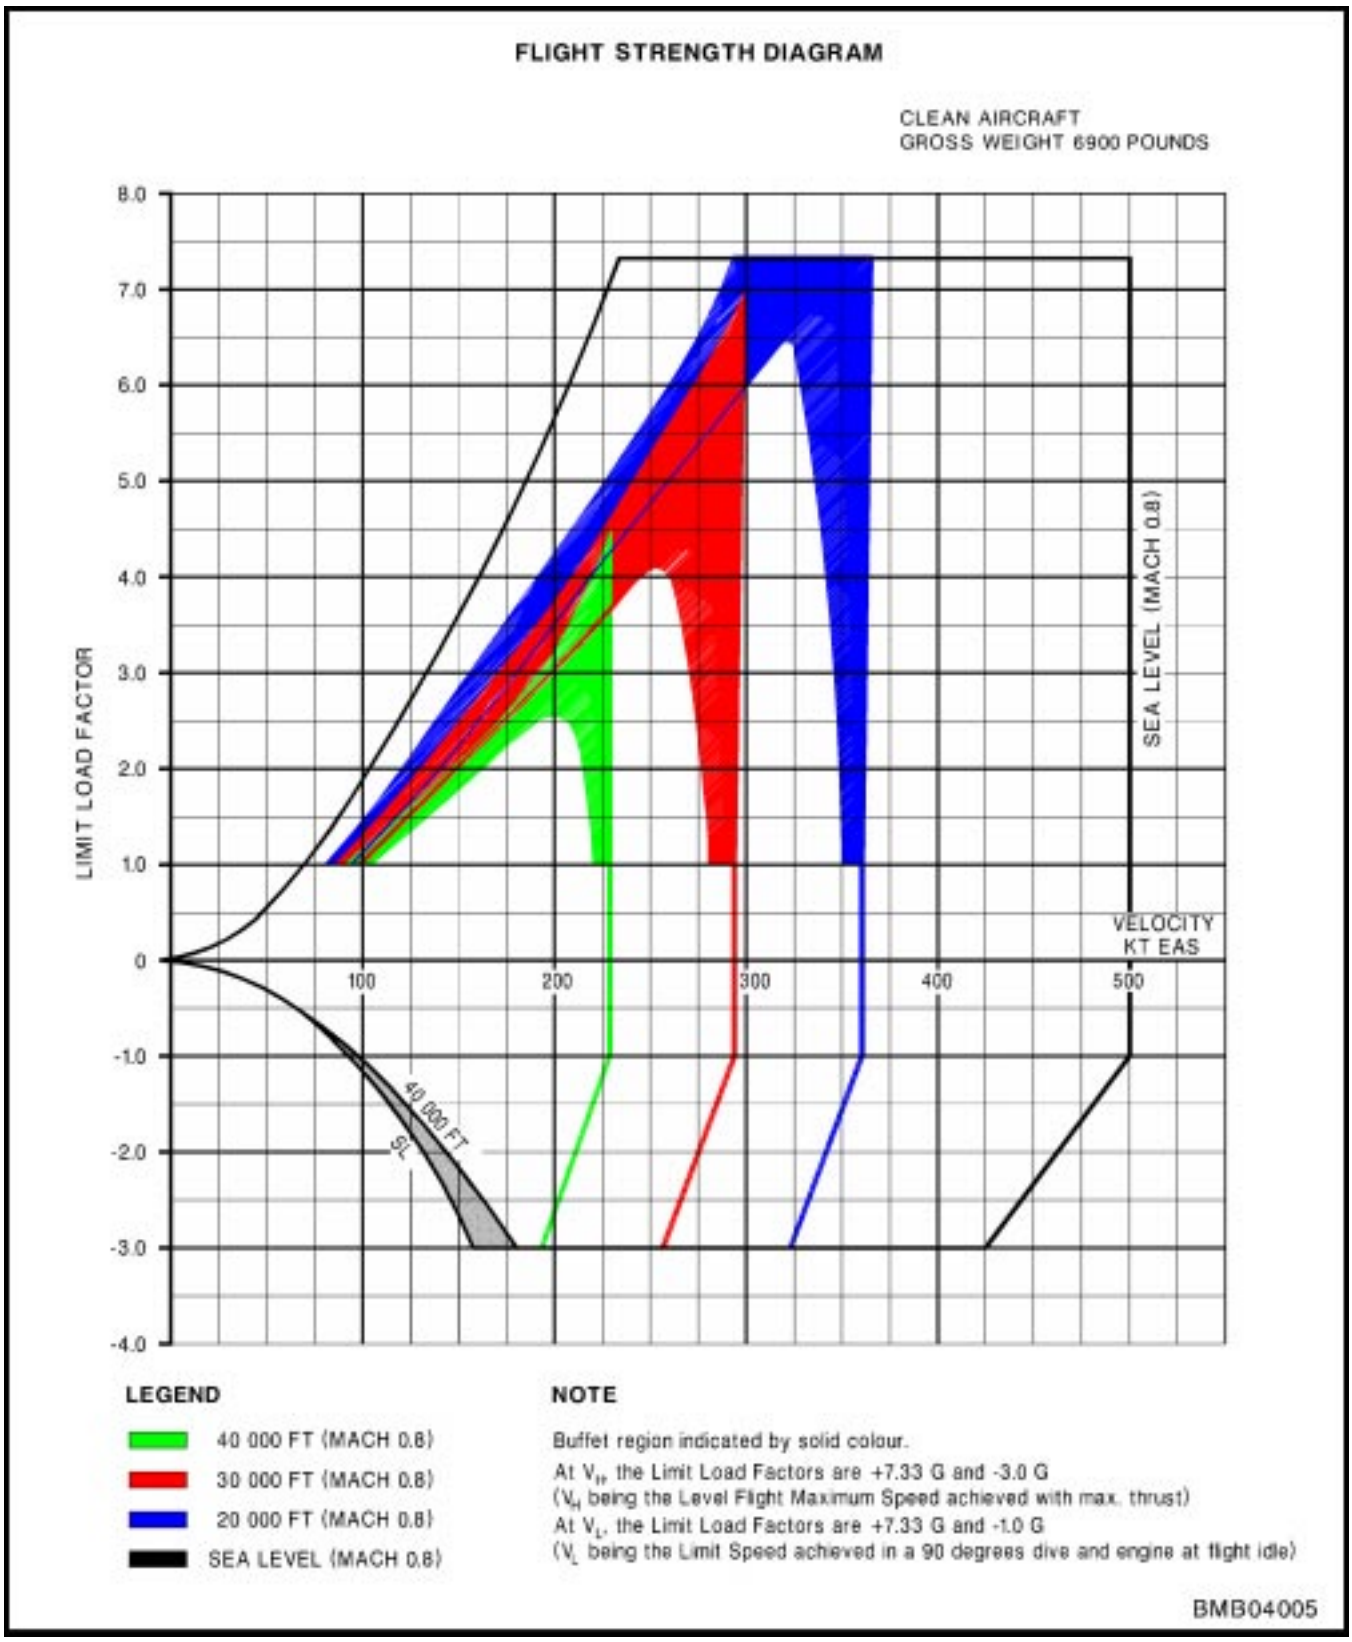

Figure 4-5 Flight Strength Diagram
14. For Flight Strength diagram, see Figure 4-5. Airspeed and acceleration limitations are shown in Figure 4-8.